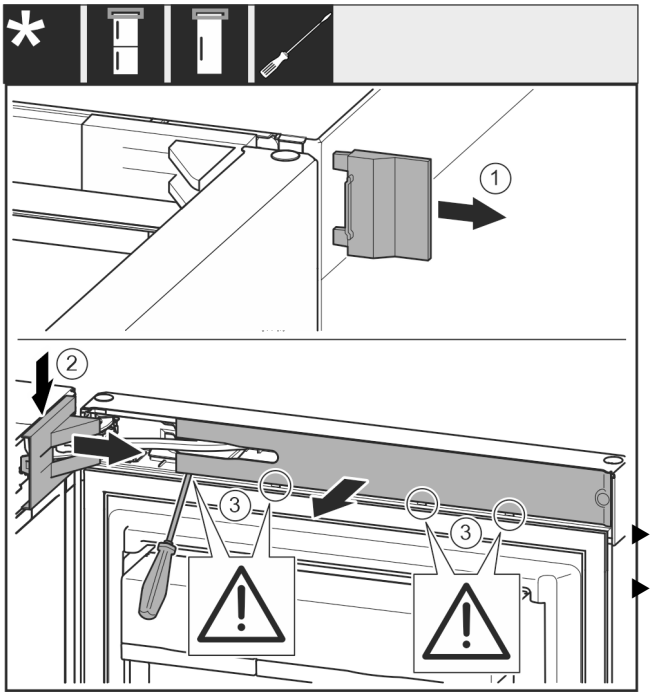

Fig. 10
▶ Abdeckung *Fig. 10 (1)* abnehmen.
▶ Lagerbockabdeckung *Fig. 10 (2)* ausrasten und lösen.
▶ Lagerbockabdeckung *Fig. 10 (2)* abnehmen.
▶ Blende *Fig. 10 (3)* mit Schlitzschraubendreher ausrasten und zur Seite schwenken.